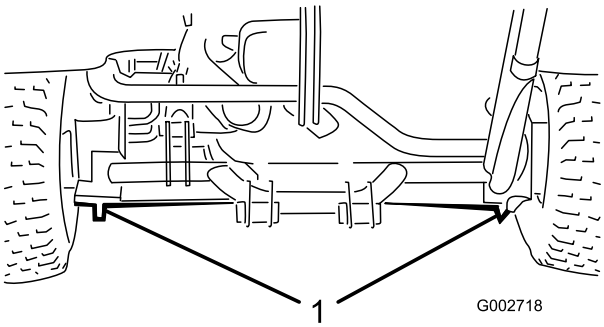

Figur 19
- Venstre eller højre side – under baghjulsmotoren eller stellet (Figur 19).